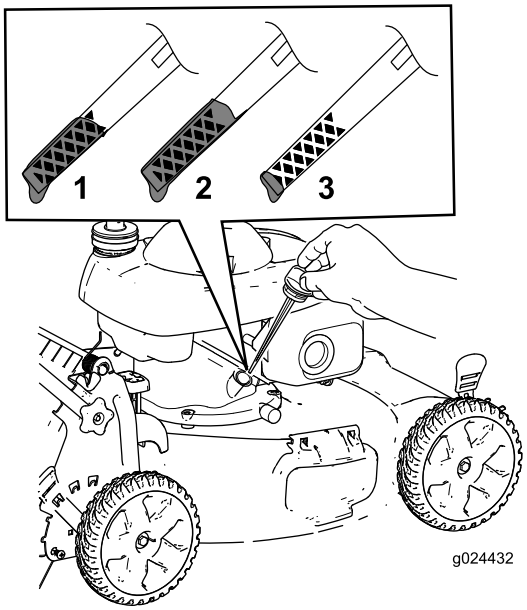

Figura 20
3. Retire la varilla (Figura 20).
10. Observe en la varilla el nivel de aceite (Figura 20).